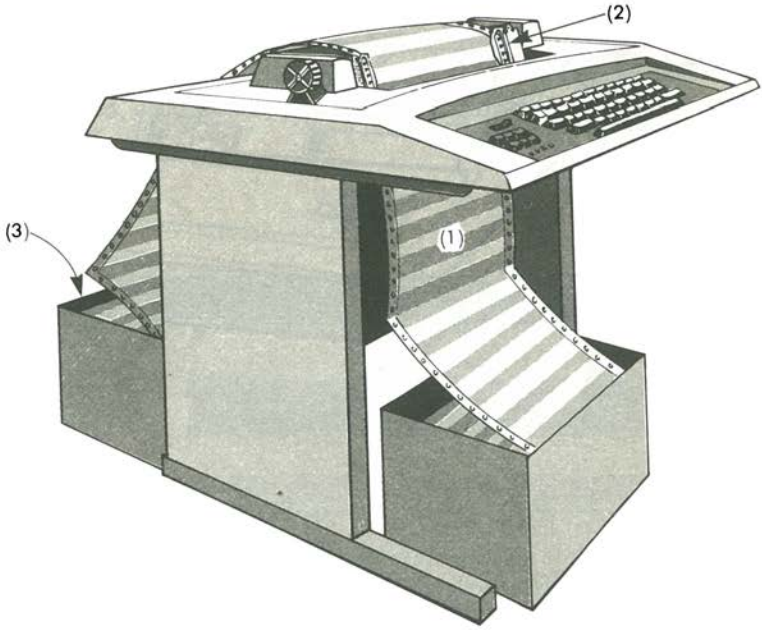

Figura 7.1: Percorso della carta su una stampante
La Figura 7.1 mostra un percorso tipico seguito dalla carta. Di solito la scatola che contiene la carta utilizzata dalla stampante è sul davanti, sotto la stampante stessa; la carta viene fornita verticalmente come mostra (1) della Figura 7.1 e va poi disposta in modo corretto sul meccanismo di avanzamento che, su una stampante semplice, può essere un rullo a pressione come quello di una macchina da scrivere. Sulle stampanti per usi commerciali, viene sempre usato un meccanismo di trazione
speciale che garantisce la posizione corretta della carta. La carta dev'essere correttamente inserita in questo meccanismo, con i fori in corrispondenza delle punte, come mostra (2) della Figura 7.1. Dopo che la carta è passata attraveso la stampante, si accumula dietro di essa in un cestino o in una scatola, come in (3) della solita figura.